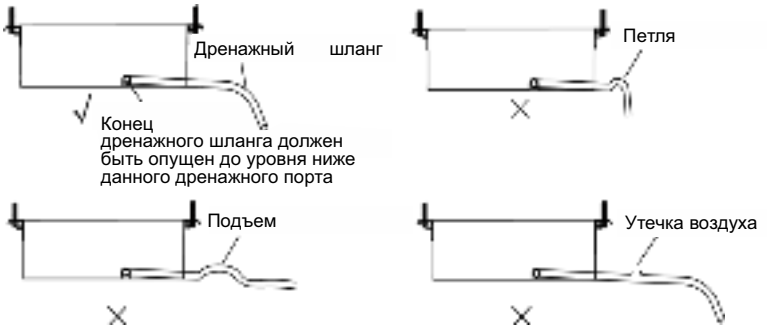

Рис. 4.20
(1). Устанавливайте дренажный шланг под уклоном не менее 1/50 - 1/100 таким образом, чтобы воздух не задерживался в трубопроводе (Рис. 4.20).
(2). Убедитесь в отсутствии протеканий или трещин в шланге во избежание задерживания воздуха в трубопроводе (Рис. 4.20).